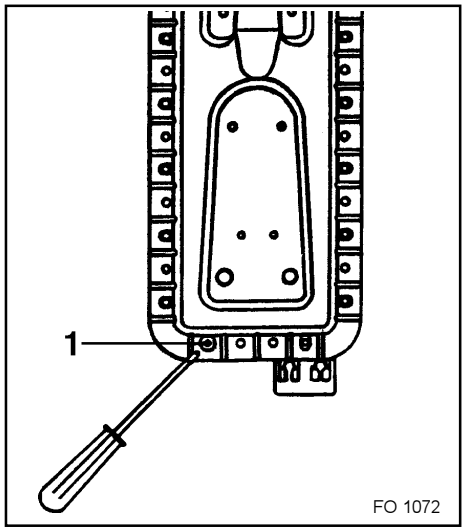

Fig. 7
3) Dévissez la vis maintenant le brûleur de four (Fig.7).